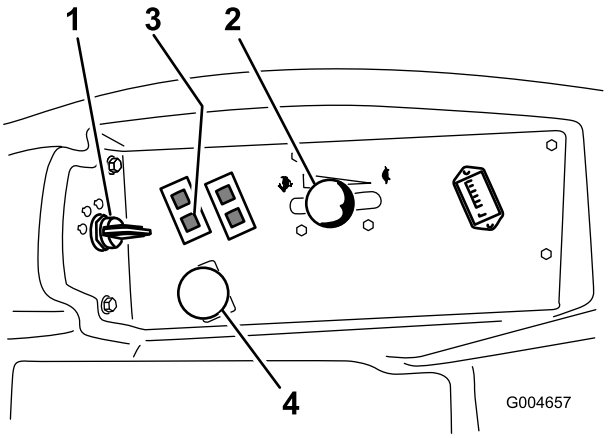

**Figur 15**
4. Sæt kontakten til kraftudtaget i den udkoblede position (Figur 15).
5. Flyt gashåndtaget, så det står midtvejs mellem Hurtig og Langsom position (Figur 15).